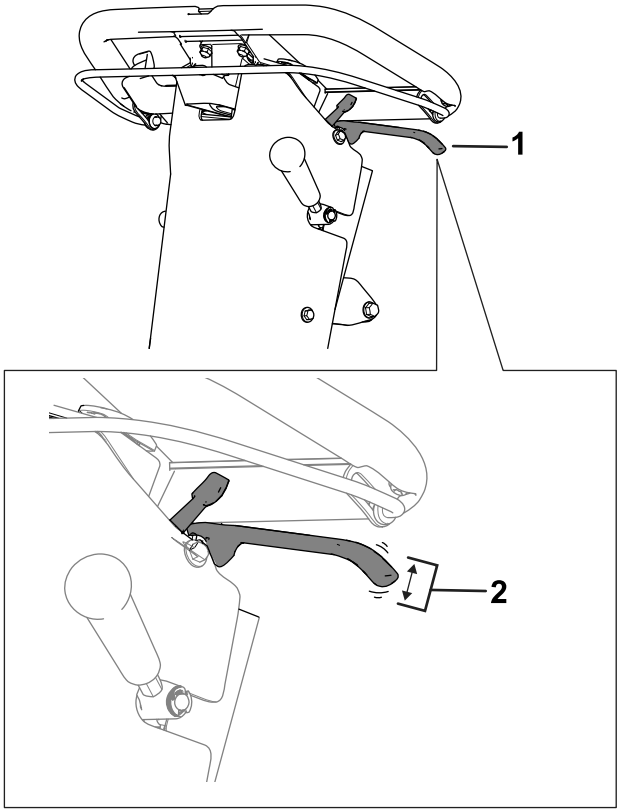

**Figuur 36**
2. Meet de speling aan het uiteinde van de parkeerremhendel (Figuur 36).